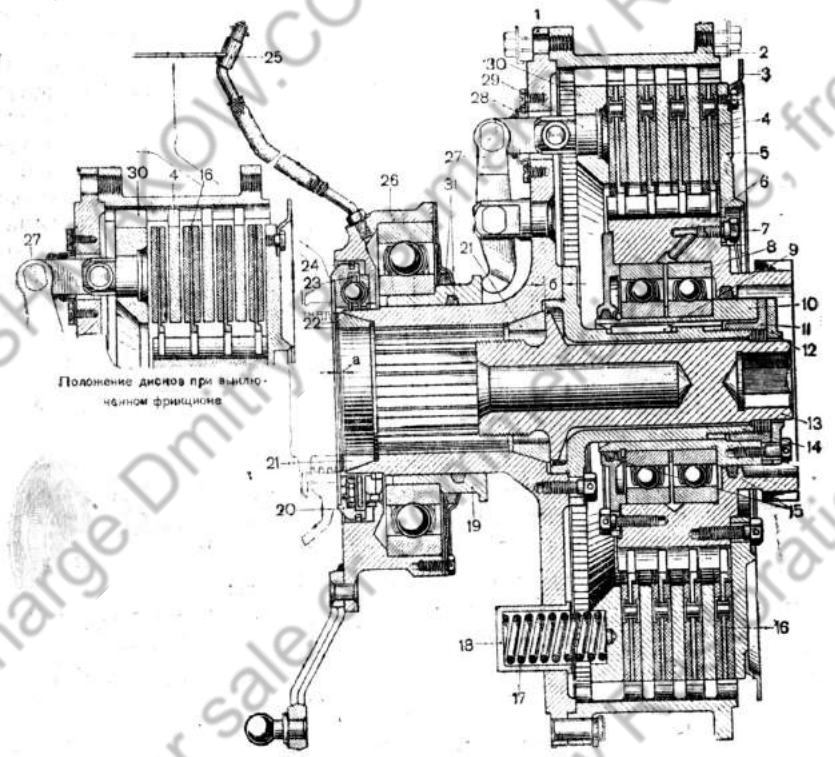

Рис. 143. Главный фрикцион (разрез):
Несущий диск *1* (рис. 143), ведущий барабан *2*, три стальных ведущих диска *4*, нажимной диск *30*, фланец *14*.
К ведомым частям фрикциона относятся: ведомый барабан *6* (рис. 143), опорный диск *5* и четыре ведомых диска *16* с наклепкой ферродо.
К механизму выключения главного фрикциона относятся: неподвижная чашка *20* (рис. 143), сепаратор *23* с тремя шариками, подвижная чашка *26*, выжимная втулка *19* и выжимные рычаги *27*.
В том случае, когда между шариками и впадинами канавок образуется зазор (осевой зазор равен 1—1,25 мм), то пружины *17* (рис. 143), упираясь в нажимной диск *30*, отжимают его в сторону коробки перемены передач. Под действием пружин нажимной диск сжимает и передаёт усилие ведущим и ведомым дискам. Между каждыми двумя ведомыми дисками помещается один ведущий.
Для надёжной работы главного фрикциона шарикоподшипники периодически смазываются (см. таблицу смазки). Для смазки механизма выключения используется маслёнка *25* (рис. 143), установленная на всасывающем коллекторе двигателя и соединённая гибким шлангом с подвижной чашкой.
1. Надеть на вал двигателя набор регулировочных прокладок *22* (рис. 143) толщиной 5 мм и насадить на конусы фрикцион в сборе; конусы затянуть натяжным валиком *13*.
3. Расшплинтовать и отвернуть четыре болта и снять стопорную шайбу *12* (рис. 143).
4. Ввёртывая регулировочную гайку *11* (рис. 143), проверять через люк в днище танка свободный ход пальца подвижной чашки выключения. Величина хода по хорде должна быть равна 26—32 мм.
6. Установив и закрепив стопорную шайбу *12* (рис. 143), законтрить болты проволокой.